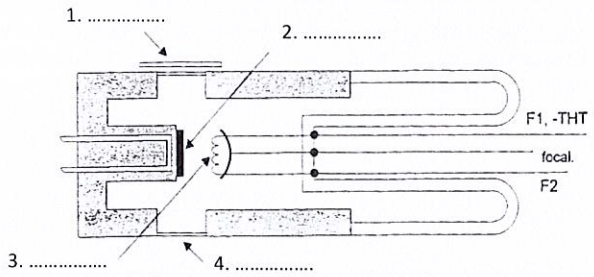

Figure 1 : Schéma de principe d'un tube à rayons X
1. Rappeler le principe de production d'un faisceau de rayons X. Annoter la Figure 1 qui décrit les principaux composants (numérotés de 1 à 4) d'un tube à rayons X.